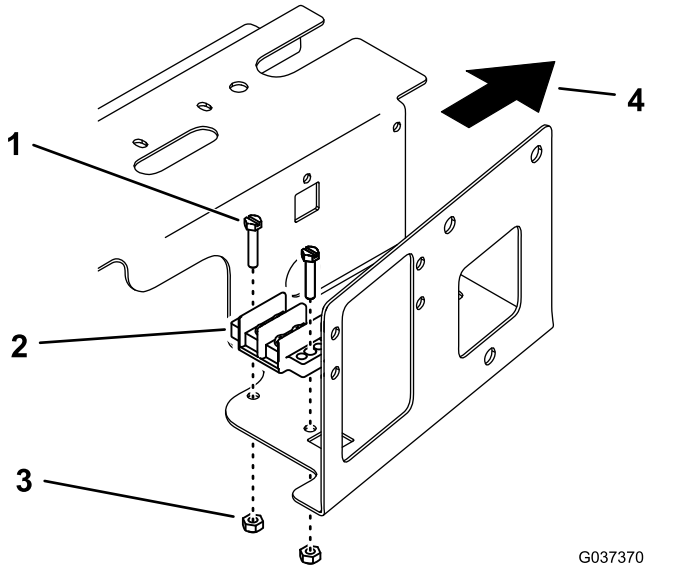

図 3
2. コンパートメントの底部にアース端子ブロックを取り付けるねじ2本とロックナット2個を使用する図 3。